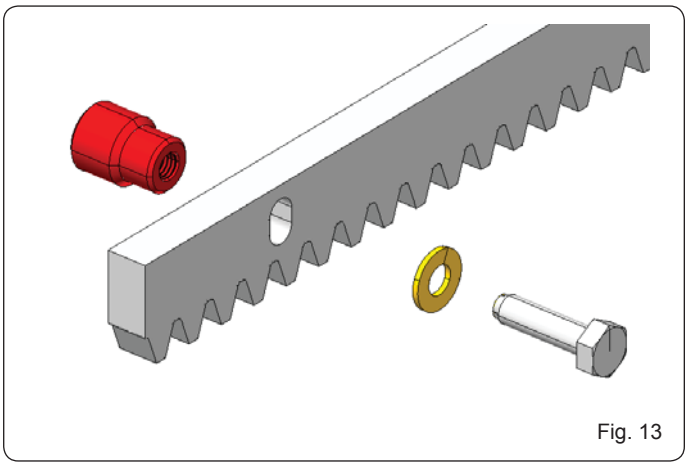

Fig. 13
5.4.1 CRÉMAILLÈRE EN ACIER À SOUDER (Fig. 13)